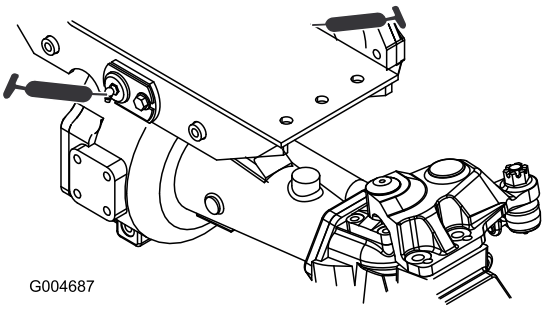

Figuur 35
- 2 lagerbussen van draaipunt van voor- en achteras (Figuur 35)